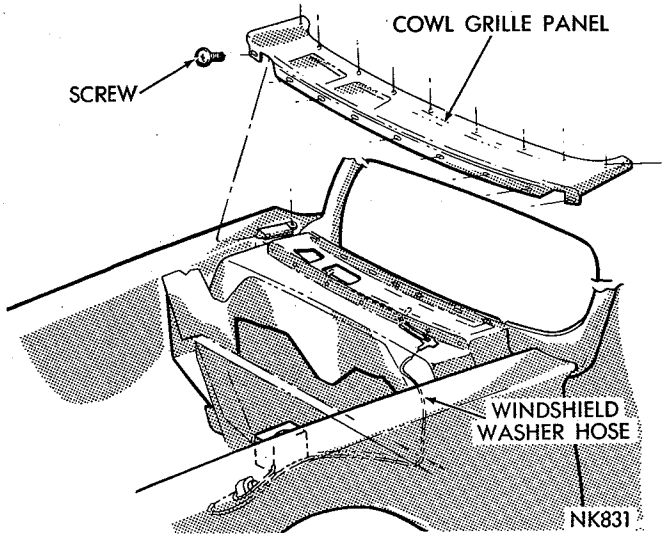

*Fig. 1—Cowl Grille Panel—Fury*
(1) Remove windshield wiper arm and blade assemblies.
(2) Remove windshield lower moulding.
(3) Remove cowl grille attaching screws (Fig. 1) and grille.
(1) Disengage torsion bar roller from hood hinge.
(2) Scribe hinge location on hood and remove hinge to hood screws.
(3) Support hood at hinge area.
(4) Remove the cowl grille panel (Fig. 1).